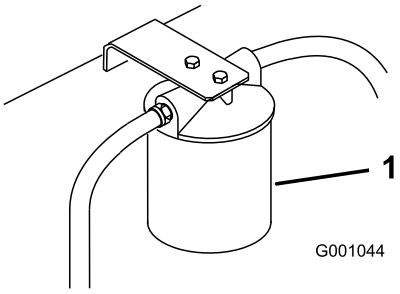

Figur 66
3. Plasser et tappefat under filteret, fjern det gamle filteret og tørk av filteradapterens pakningsflate (Figur 66).